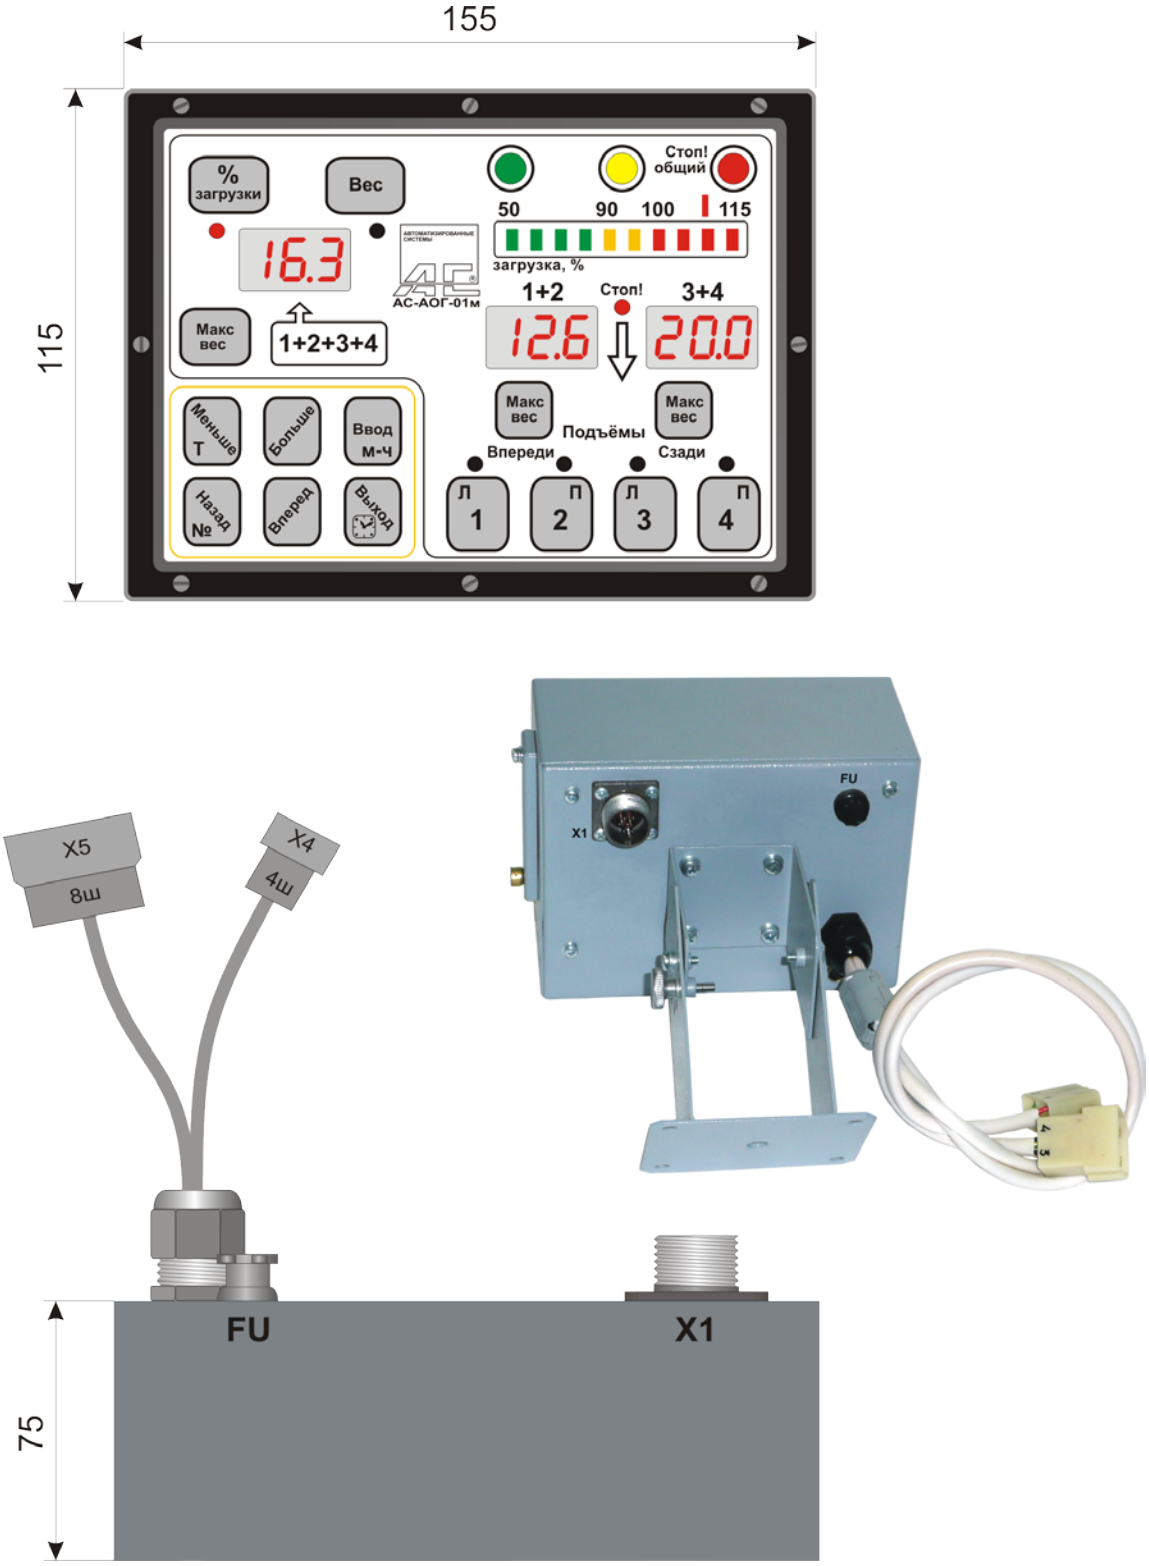
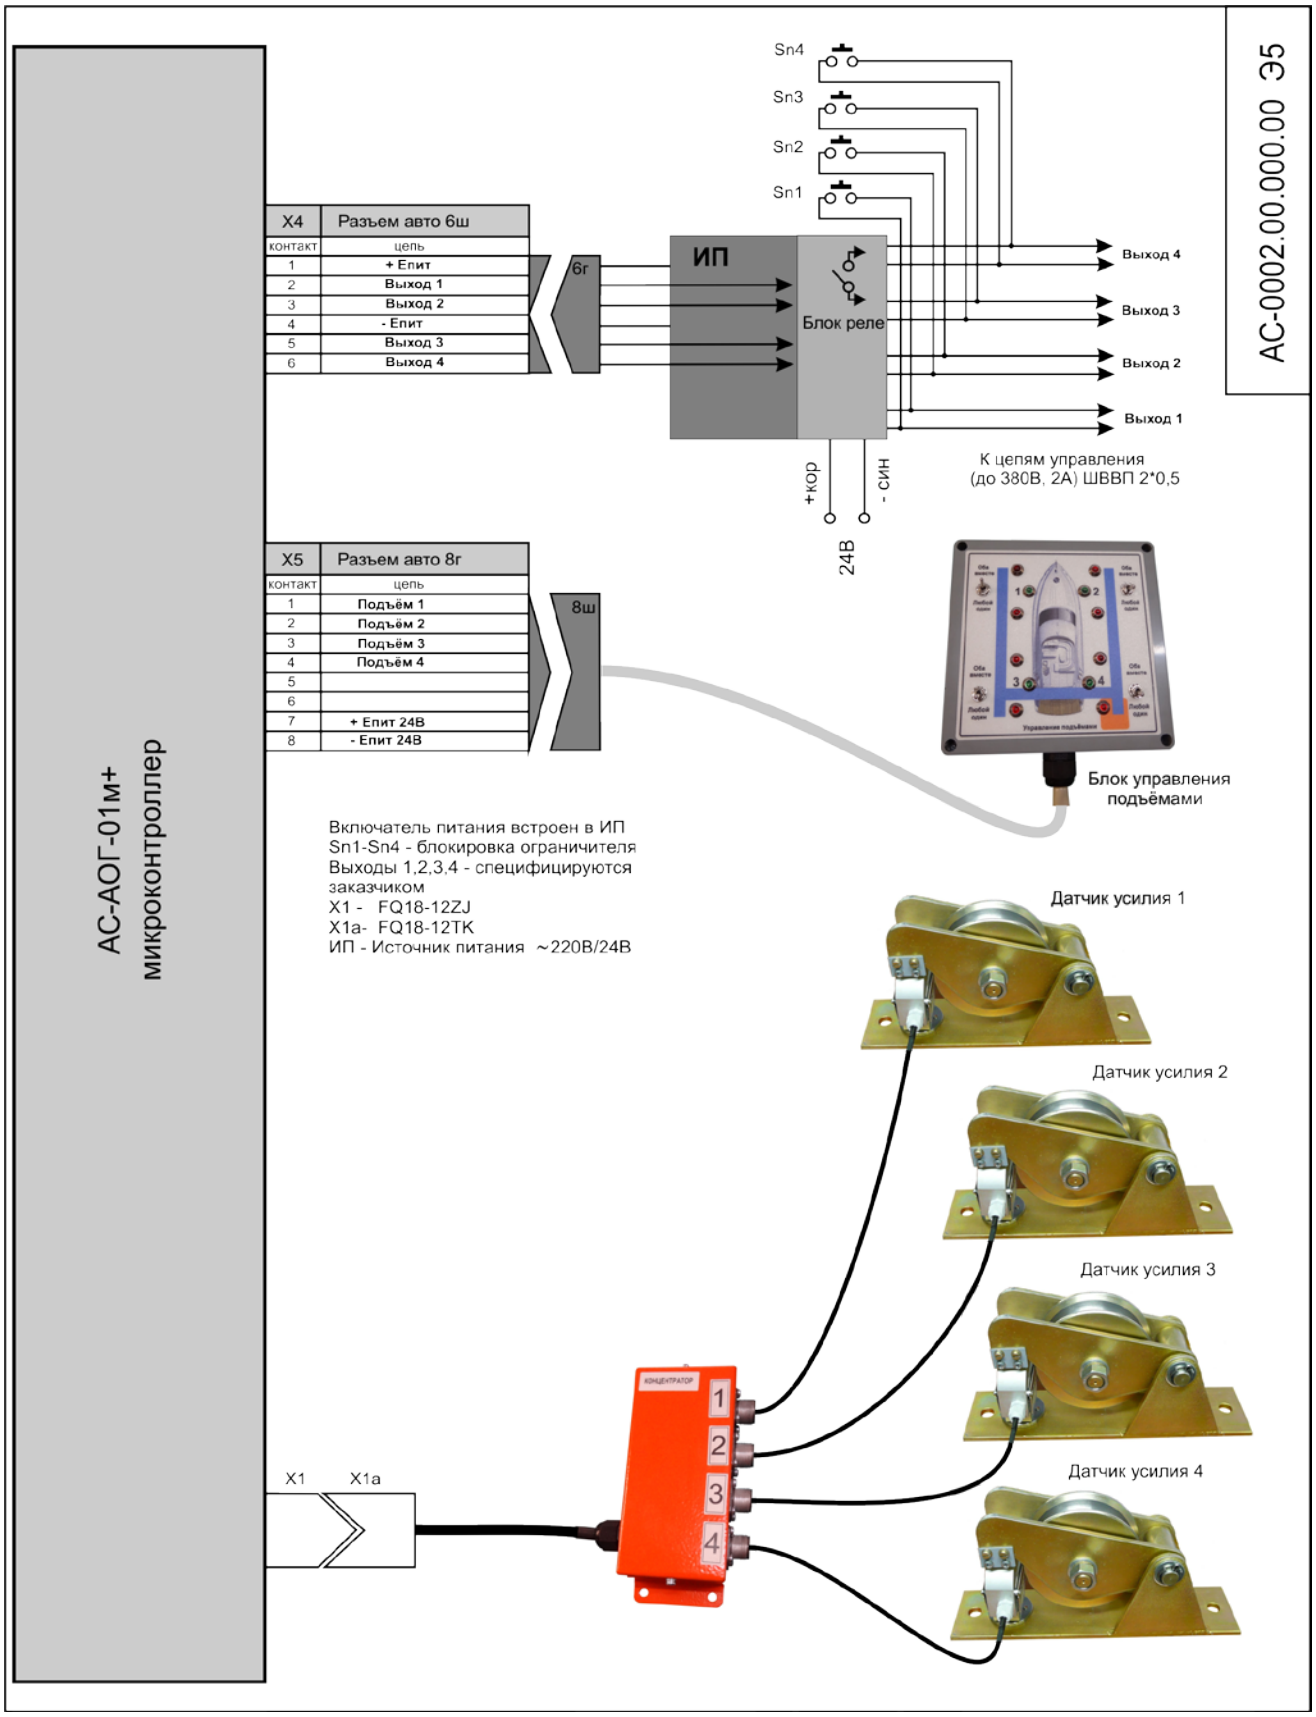

Рис.2
Рис.3
6.1. Описание работы проводится по схеме подключения рис.3.
Подсоединение АОГ к электрооборудованию подъёмника должно быть произведено в соответствии со схемой подключения рис.3, а именно через контакты разъема X4 (и X5, если установлен анемометр) расположенного на тыльной стороне блока АОГ (рис.2), на задней стенке.
6.3. Напряжение питания 24В при установке тумблера Sn, встроенного в блок питания, в положение ВКЛ - подается на блок питания АС-БП-02 и через разъём X4 поступает на цепи питания контроллера, Рис.3..
6.3.1. В силу множества различных вариантов комбинаций из 8 подъёмов, размещенных на 4 грузовых тросах, для управления прибором безопасности предусмотрен "Блок управления подъёмами", рис.3 и рис.8, на котором посредством 4 тумблеров можно задать режим работы прибора.
6.3.3. К блоку питания относятся 2 плавких предохранителя FU1 и FU2, расположенных в блоке АОГ, рис.2. Самовосстанавливающийся предохранитель FU1 (1А) размещен внутри блока и предназначен для защиты внутренних электронных цепей блока АОГ, а плавкий предохранитель FU2 (5А), размещен на задней стенке блока АОГ и предназначен для защиты цепей управляющих реле от короткого замыкания. Питание реле осуществляется независимо от внутренних электронных цепей блока АОГ.
7.4. Подключение составных частей, а также подключение системы АОГ к системе электрооборудования подъёмника производите в соответствии со схемой подключения АС-0002.00.000.00м Э5, рис.2.